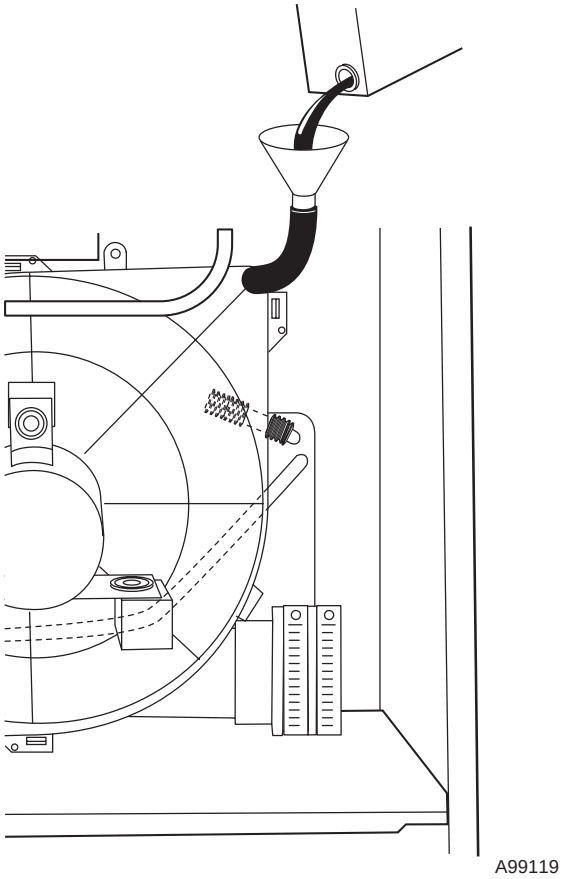

**Fig. 49—Filling Condensate Trap**
4. Pour 1 quart of water into funnel/tube. Water should run through inducer housing, overfill condensate trap, and flow into open field drain. (See Fig. 49.)